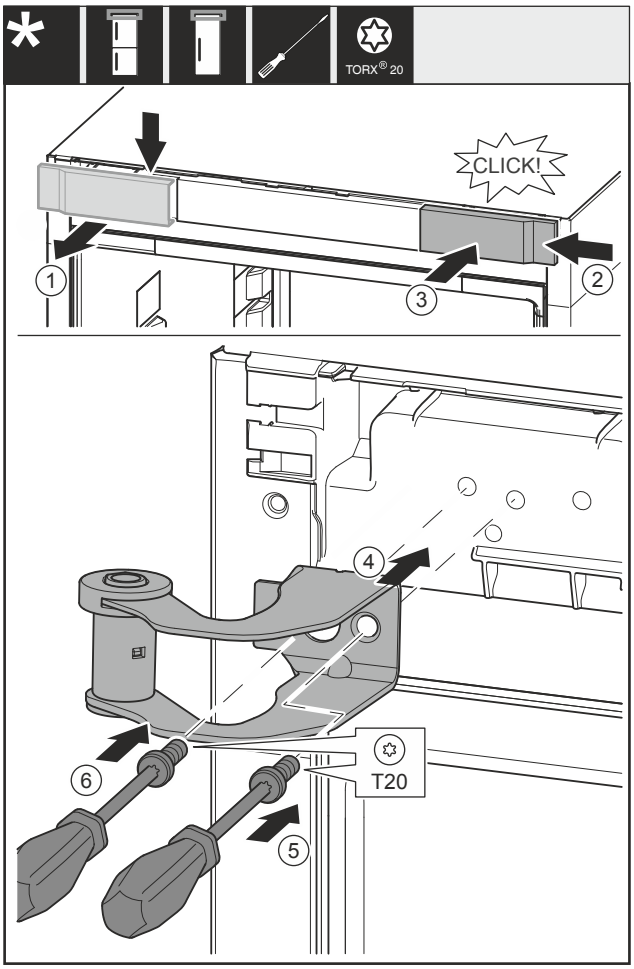

Fig. 14
- ▶ Remove the cover *Fig. 14 (1)* from above towards the front.
- ▶ Turn the cover *Fig. 14 (2)* by 180° and attach to the other side from the right.
- ▶ Engage the cover *Fig. 14 (3)*.
- ▶ Place the top swap bearing block *Fig. 14 (4)*.
- ▶ Screw the screw *Fig. 14 (5)* tight.
- ▶ Screw the screw *Fig. 14 (6)* tight.